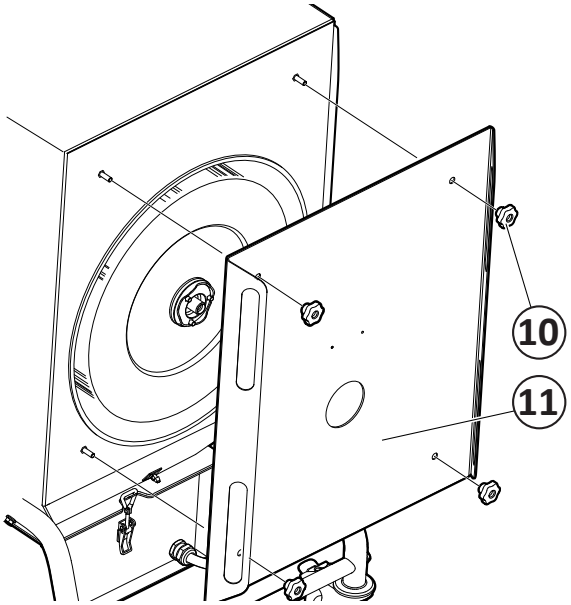

Fig. 20
5. Dévissez les contre-écrous (6) de la plaque de protection (7).
6. Démontez le palier (8).
7. Dévissez les poignées (10, **Fig. 20**) et retirez le couvercle du filtre (11).
5. Remontez et attachez le couvercle du filtre (10, **Fig. 20**) sur le châssis. Contrôlez que la cartouche de filtre est centrée sur l'ouverture dans le couvercle du filtre et vérifiez que le joint entre le couvercle et le châssis est adéquat.
11. Remontez et attachez le couvercle du filtre (10,**Fig. 20**) sur le châssis. Contrôlez que la cartouche de filtre est centrée sur l'ouverture dans le couvercle du filtre et vérifiez que le joint entre le couvercle et le châssis est adéquat.